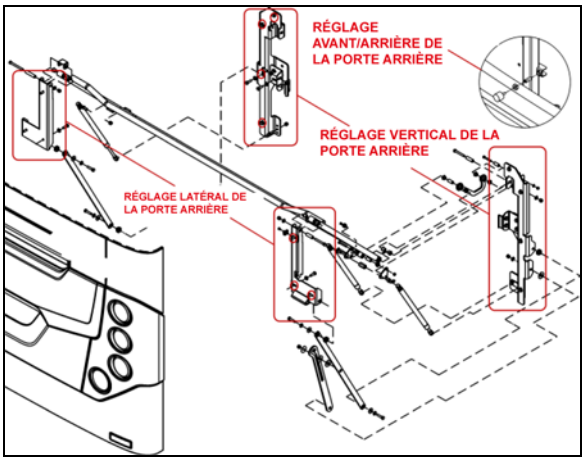

FIGURE 40 : PORTE DU COMPARTIMENT MOTEUR18633_1
1. Pour ajuster la position VERTICALE de la porte, desserrer les boulons (quatre de chaque côté) qui fixent le bras de support de la porte et la patte de fixation des ressorts à gaz à la structure du véhicule (Figure 40).
2. Pour ajuster la position LATÉRALE de la porte, desserrer les boulons (trois de chaque côté) qui fixent le bras de support de la porte et la patte de fixation des ressorts à gaz à la porte (Figure 40).
3. Pour ajuster la position de la porte vers l'avant ou l'arrière, visser ou dévisser les butées en caoutchouc de chaque côté de l'ouverture de la porte (Figure 40).